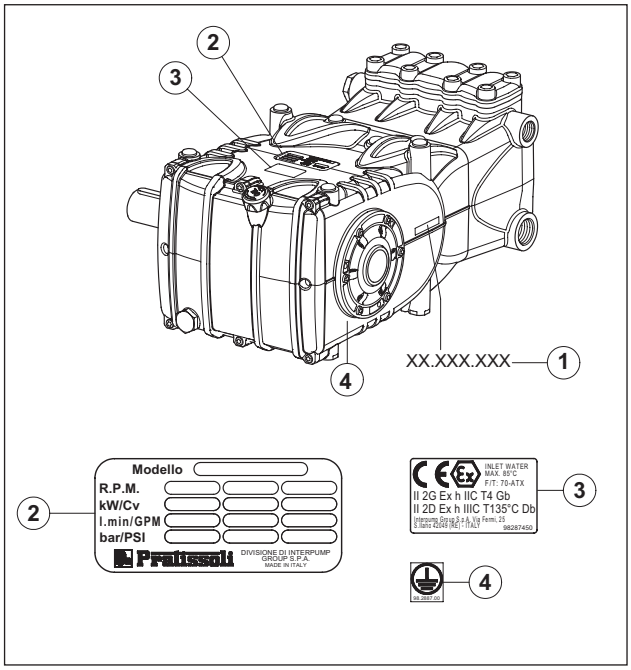

Fig. 1
Todas las bombas tienen su propio N.° de serie XX.XXX.XXX, véase la pos. ①, y una placa de identificación, véase la pos ② de Fig. 1, en la que se indica: